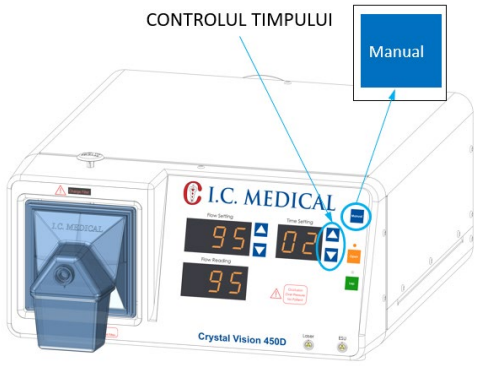

Figura 10: Locațiile butoanelor Manual și pentru controlul timpului.
2. Reglați TIMPUL prin apăsarea butoanelor (Figura 10) până când afișajul TIMP arată 2 SECUNDE. Pompa trebuie să funcționeze atunci când senzorul ESU sau comutatorul de picior pentru laser este activat și se oprește în aproximativ 2 secunde de la eliberarea comutatorului de picior.
3. Pompa trebuie să funcționeze atunci când este apăsat butonul MANUAL (Figura 10) de pe panoul frontal și se oprește în aproximativ 2 secunde de la eliberarea butonului.